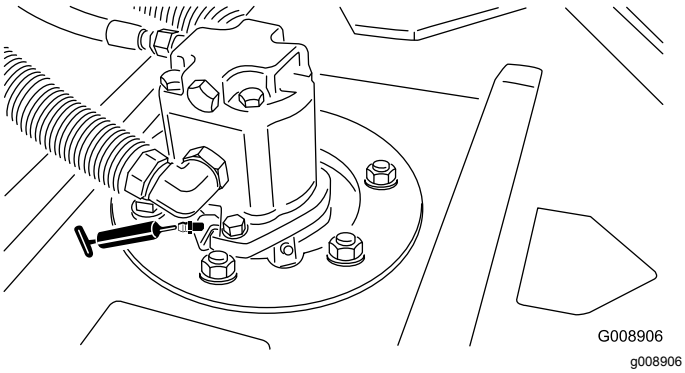

Figur 45
- 2 (per klippenhet) spindelaxellager till klippenhet (Figur 45)